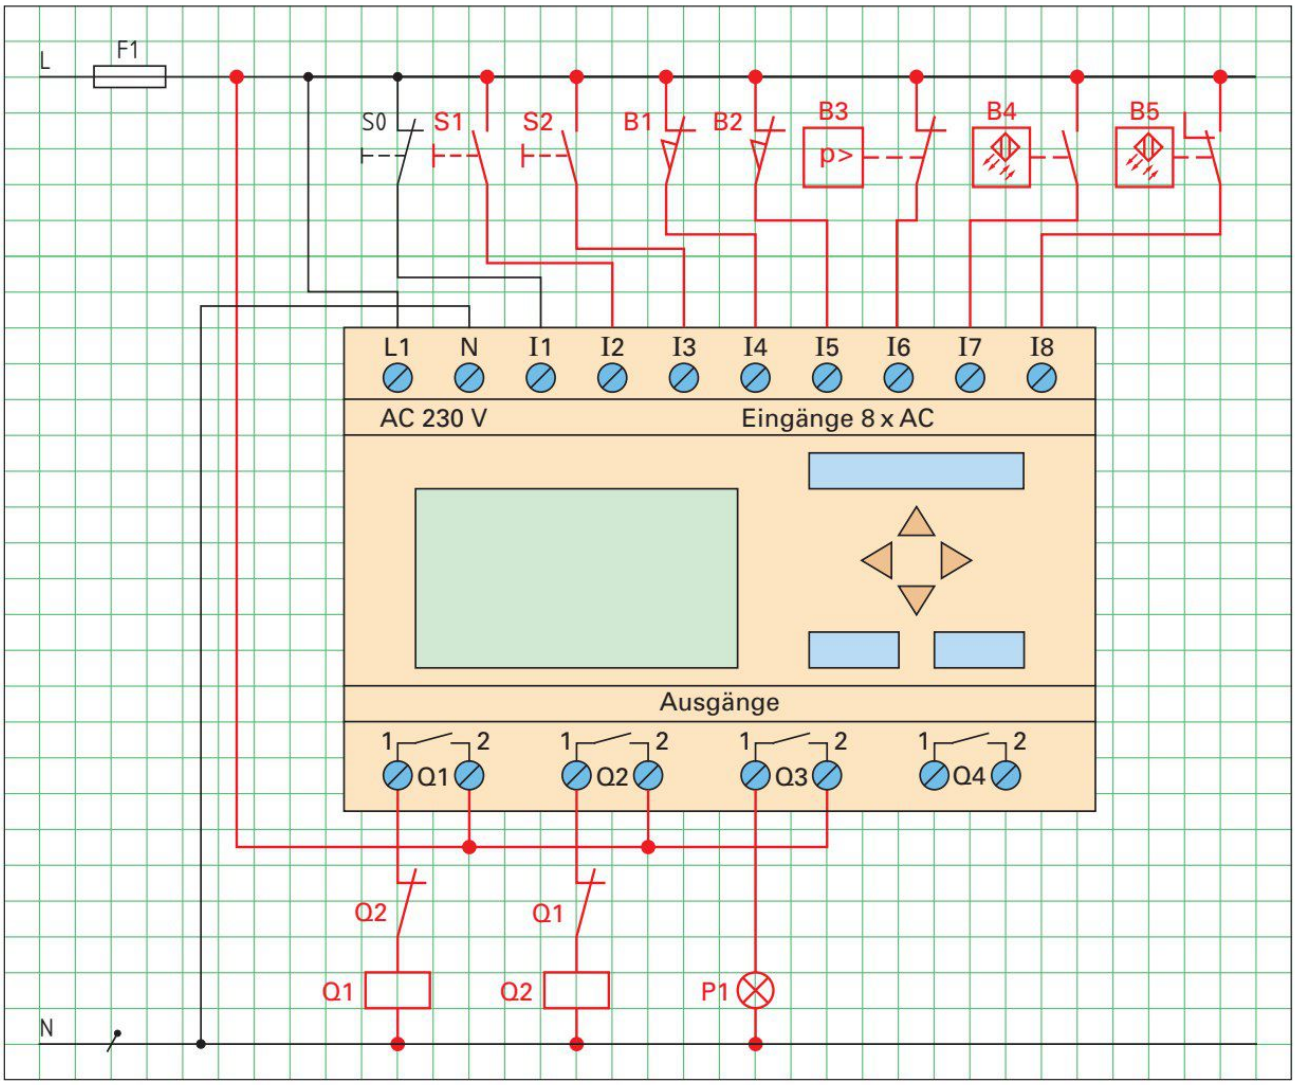

Bild 1: Beschaltung der Kleinsteuerung
5. Vervollständigen Sie die Beschaltung der Kleinsteuerung **(Bild 1, Seite 112)** mit allen Betriebsmitteln der Zuordnungsliste **(Seite 118)** aus Teilaufgabe 4. Informieren Sie sich über die Anschlussbedingungen von Sensoren und Aktoren an den Ein- und Ausgängen eines Kleinsteuergerätes.